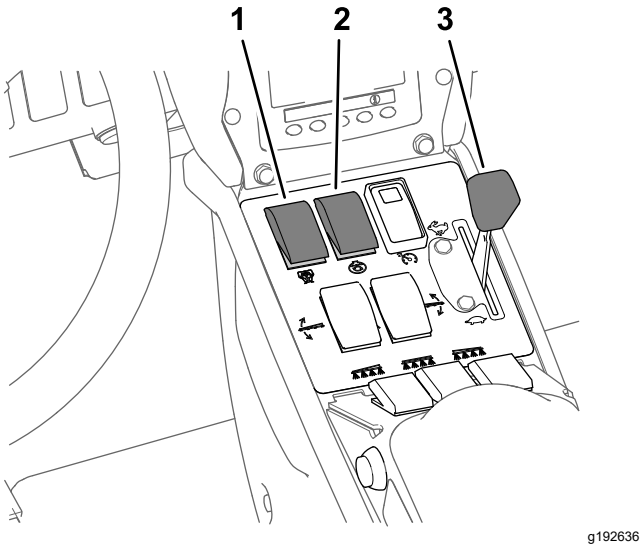

**Figur 45**
8. Slå PÅ omrörningsomkopplaren och sprutpumpomkopplaren (Figur 45).
9. För gasreglaget till det SNABBA läget (Figur 45).
**Obs:** Den här proceduren förutsätter att sprutpumpen är påslagen. Se Figur 45 i Spridning i spruthastighetsläget (sida 36).
4. För gasreglaget till den hastighet du vill använda för spridning. Se Figur 45 i Spridning i spruthastighetsläget (sida 36).